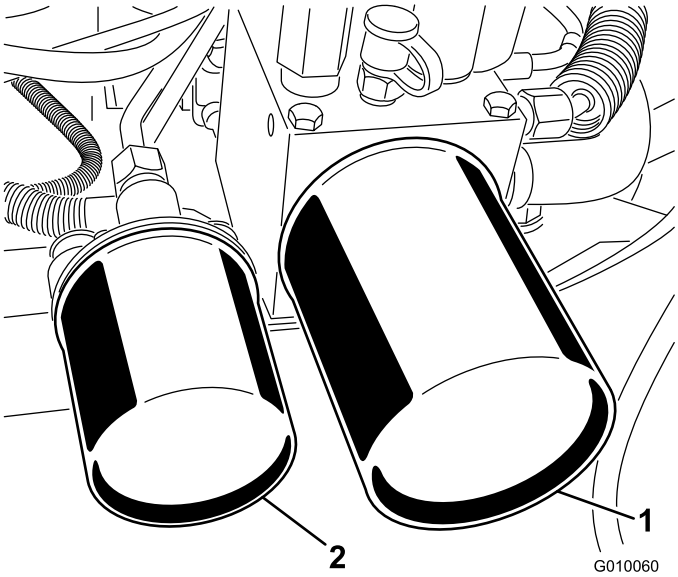

Figuur 59
2. Plaats een opvangbak onder de filters. Verwijder de oude filters en veeg de pakking van het filtertussenstuk schoon (Figuur 59).